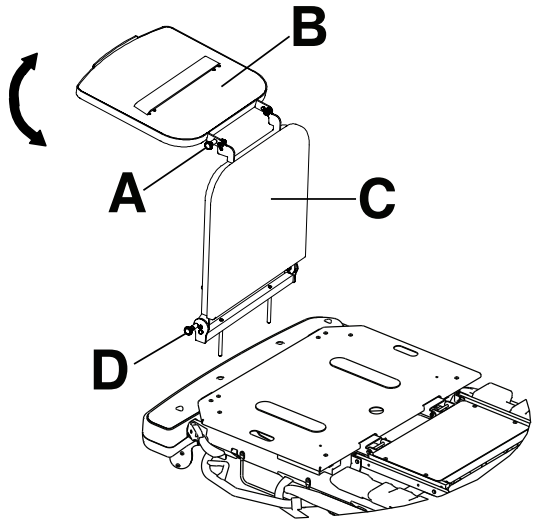

Figur 7 – Defibrillatorbakke/fodstøtteforlænger
1. Træk den øverste knap ud (A) (Figur 7).
2. Drej defibrillatorbakken (B), indtil bakken ligger fladt over fodenden af produktet. Slip den øverste knap (A). Sørg for, at defibrillatorbakken er låst på plads.
Sådan konverteres defibrillatorbakken-fodstøtteforlængeren til en fodstøtteforlænger (Figur 7):